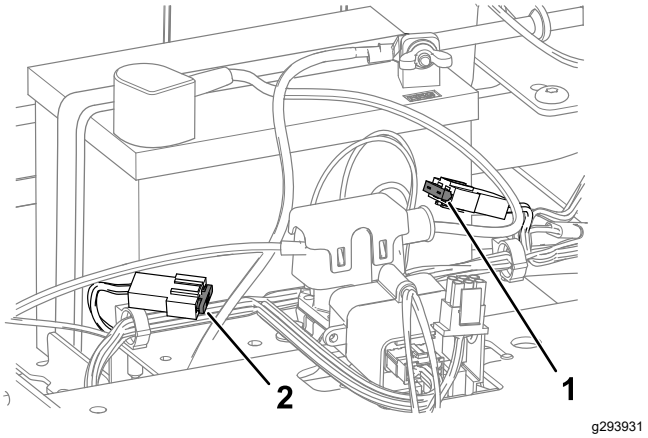

Figur 52
4. Hvis du vil bytte en sikring, kan du trekke ut sikringen for å fjerne den (Figur 52).